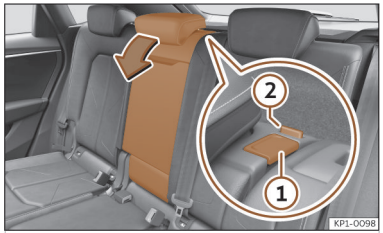

Abb. 193 Rücksitzlehne: Öffnung der Durchladeeinrichtung.
- Entriegelungstaste ››› **(Abb. 193)** ① drücken und Deckel der Durchladevorrichtung nach vorn klappen ››› ⚠. Die Durchladeeinrichtung ist entriegelt, wenn die rote Markierung des Tasters ② sichtbar ist.